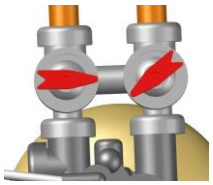

Figure 15:
c. Slowly open the bypass valve's inlet to allow water to slowly enter the tank. (shown in figure 15)